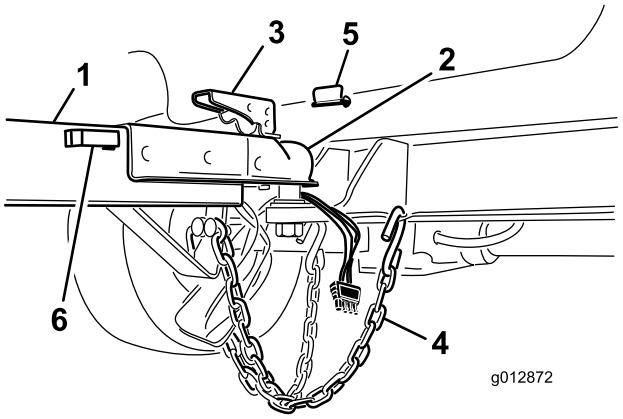

Figur 14
2. Løft spaken på armen mens du senker dekselet over kulekoblingen (Figur 14).